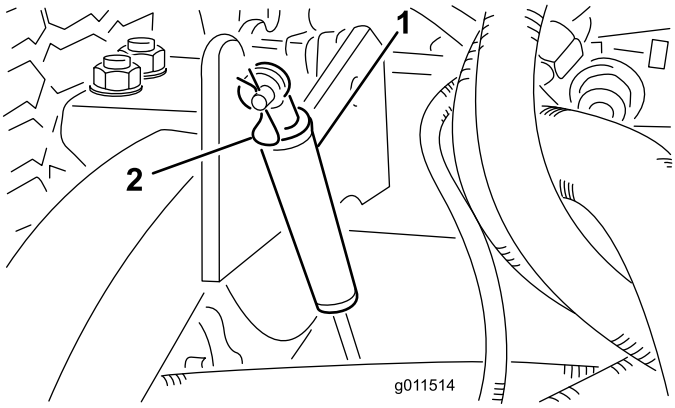

Figur 76
2. Ta bort den hårnålssprint som håller fast motvikterna på lyftarmarna (Figur 76). Luta motvikten mot däckhuset.